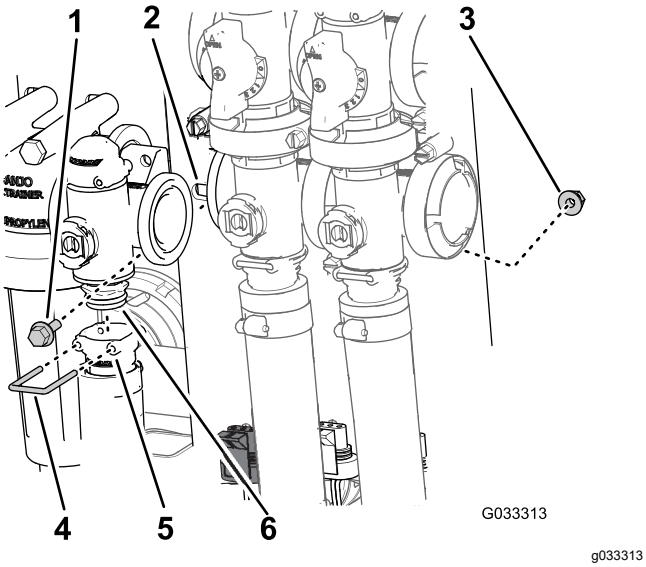

Figur 68
2. Ta bort hållaren som fäster utloppskopplingen vid sprutmängdsventilens grenrör (Figur 68).
3. Ta bort de två flänsskruvar och de två flänslåsmuttrar som håller fast sprutmängdsventilen vid ventilfästet, och avlägsna sedan ventilgrenröret från maskinen (Figur 68).